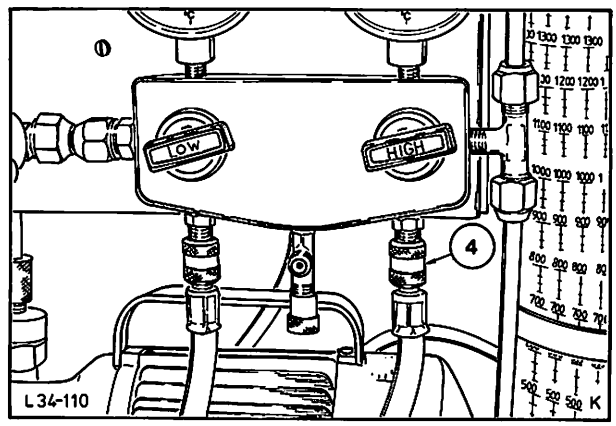

Abb. 28 Hochdruckanschluß (4)
12. Roten Füllschlauch am Druckanschluß High (4), Abb. 28, des Gerätes anschrauben und mit der Hochdruckseite der Fahrzeug-Klima-Anlage verbinden, den zweiten blauen Füllschlauch zwischen Niederdruckanschluß Low (5) des Gerätes und der Niederdruckseite der Fahrzeuganlage anbringen.